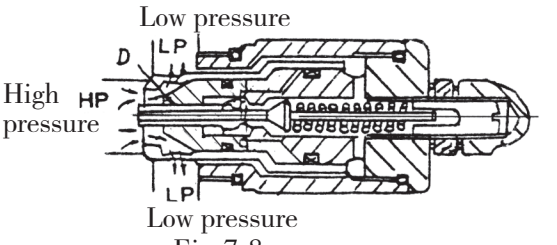

Fig.7.8
(4) Compared to the pressure at the cylinder port "HP" side,the inner pressure becomes unbalanced,causing the relief valve poppet "D" to open and thereby sending the oil directly to the low-pressure passage "LP".(See Fig.7.8)